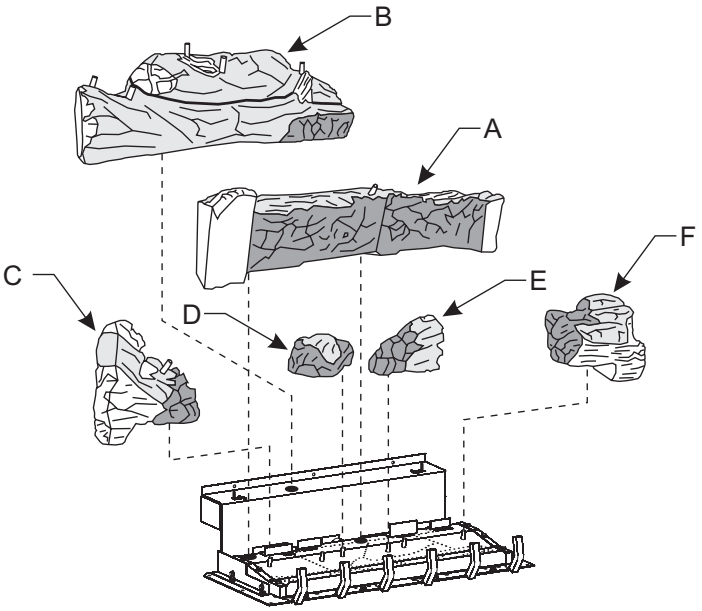

Figure 65
**Attention: Refer to Log Identification Page 39, and Figures 65 and 66 to order logs.**